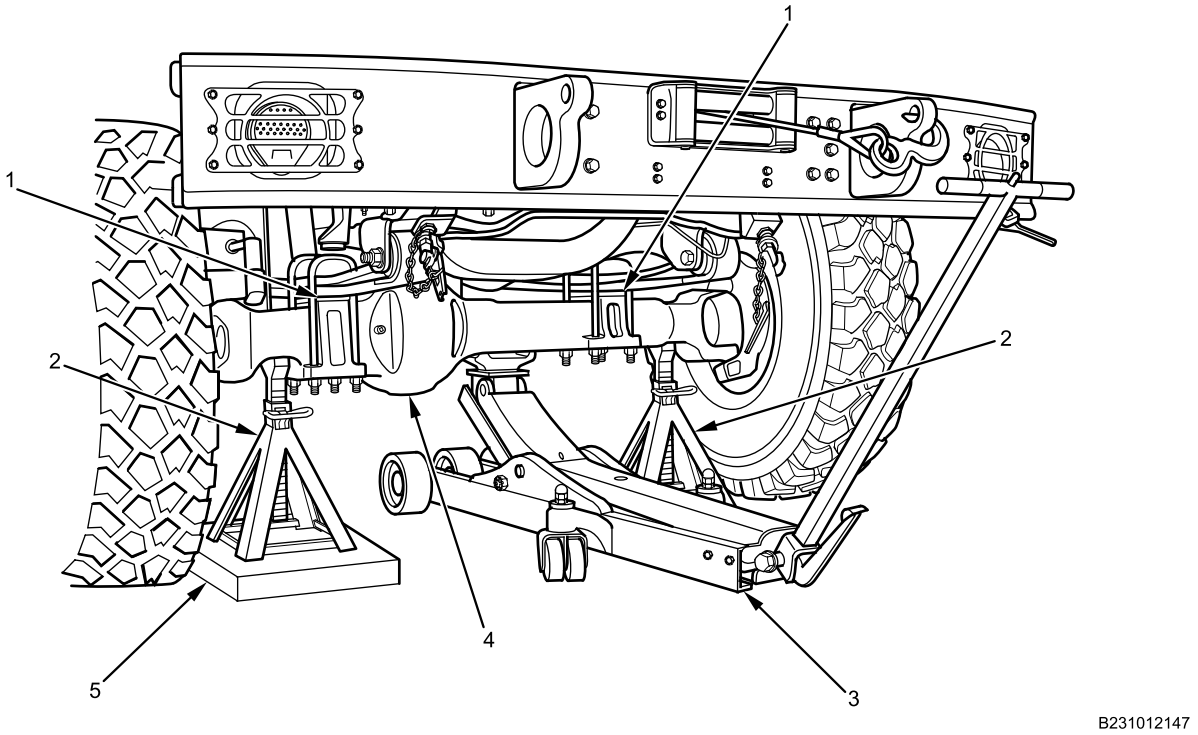

Figure 14. Front Axle Assembly Installation.
1. With assistance of two maintainers, roll front axle assembly (Figure 14, Item 4) directly under springs.
2. Install lower U-bolt plates (Figure 14, Item 1) on left and right side of front axle assembly (Figure 14, Item 4).
3. Raise front axle assembly (Figure 14, Item 4) into position with 20-ton floor jack (Figure 14, Item 3).
4. Position 10-ton jackstands (Figure 14, Item 2) on filler blocks (Figure 14, Item 5) under front axle (Figure 14, Item 4) for safety.